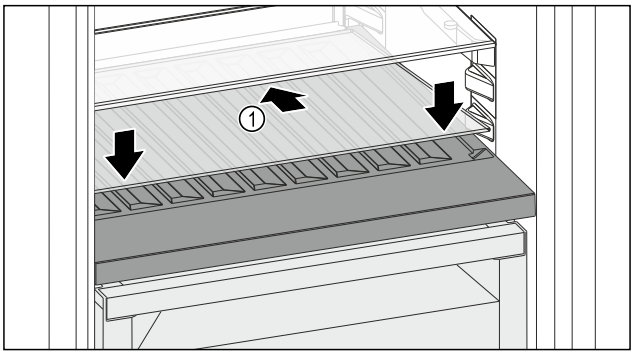

*Fig. 120*
▶ Așezați placa de sticlă *Fig. 120 (1)* oblic și spre spate înclinată în jos.
▶ Coborâți în față placa de sticlă *Fig. 120 (1)*.